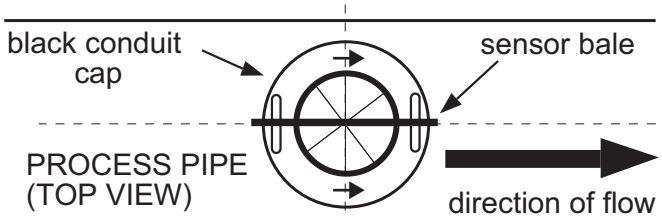

Figure 3
- When properly aligned the sensor bale will be parallel with the pipe (Figure 3).